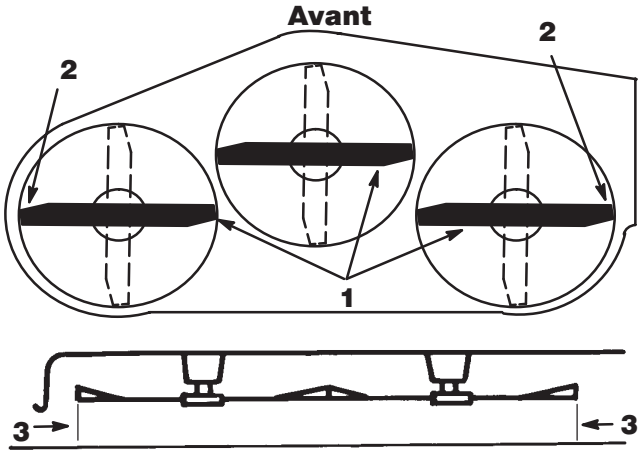

Figure 13
3. Placer prudemment les lames dans le sens transversal (Fig. 13). Mesurer la hauteur des arêtes de coupe extérieures de chaque côté par rapport au sol plat (Fig. 13). Si les deux mesures diffèrent de plus de 5 mm (3/16"), l'horizontalité transversale doit être réglée comme expliqué aux points 4 et 6.